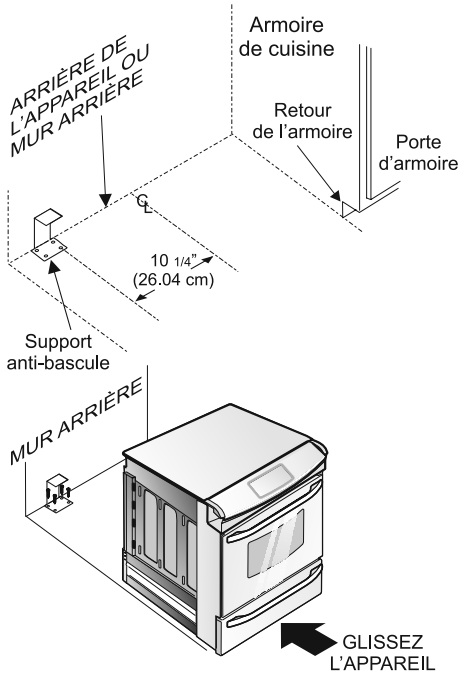

Figure 11
2. Dépliez le gabarit de papier et placez-le à plat sur le plancher, l'avant et les extrémités des côtés exactement sur la ligne préalablement tracée (utilisez le diagramme ci-dessous pour localiser le support anti-bascule si le gabarit de papier n'est pas disponible (Figure 11)).